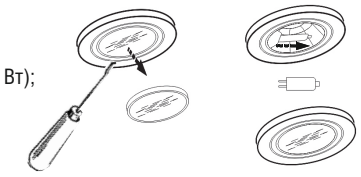

рис. 10
8.6.2 Замена галогенной лампы (рис. 10) :